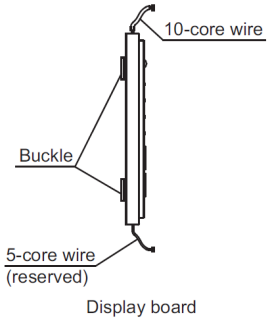

Fig. 18 —LED Display Panel
1. Insert the buckles into the grooves in the electronic control box, and slide the display panel horizontally to lock in place as shown in Figs. 18 and 19.